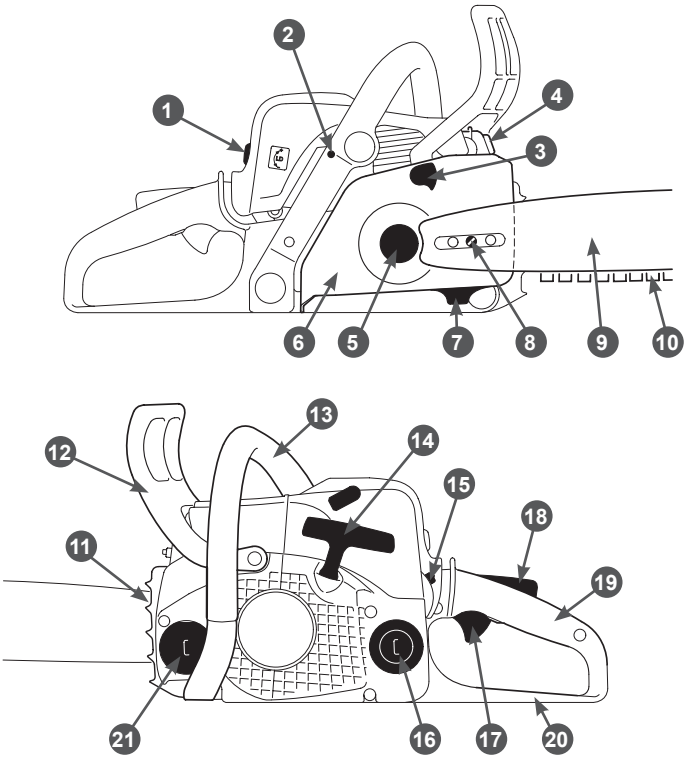

Рис. 1. Основные узлы и органы управления
Основные узлы и органы управления представлены на Рис.1.
2. Установите на место и закрепите винтами зубчатый упор 11 так, как показано на Рис.1.